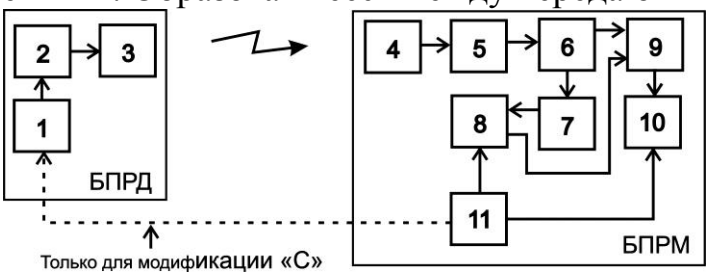

Рис. 6.5
6.2.1 Управляемый генератор 1 (см. рис. 6.5) вырабатывает импульсную последовательность определенной скважности. Под действием импульсов с генератора 1, модулятор 2 формирует последовательность СВЧ-радиоимпульсов, которые поступают на передающую антенну 3. Передающая антенна 3 излучает СВЧ-радиоимпульсы в направлении приемной антенны 4. Образовавшееся между передающей 3 и приемной 4 антеннами электромагнитное поле является источником полезных сигналов для обнаружения объектов, пересекающих данное электромагнитное поле. С выхода приемной антенны СВЧ-радиоимпульсы поступают на вход,